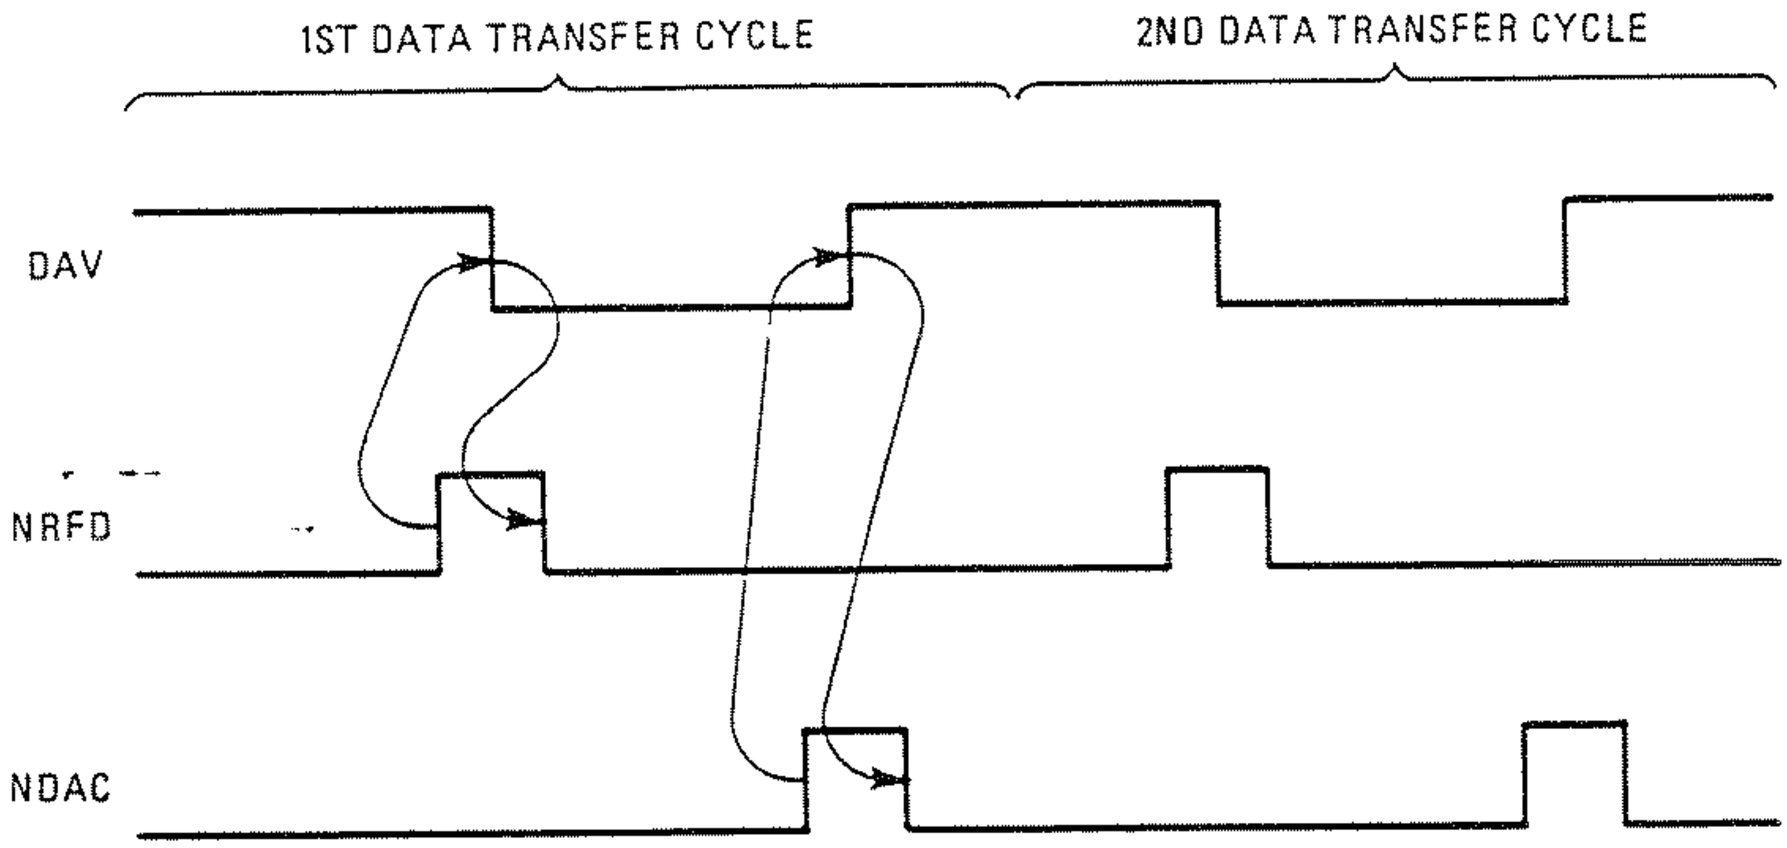
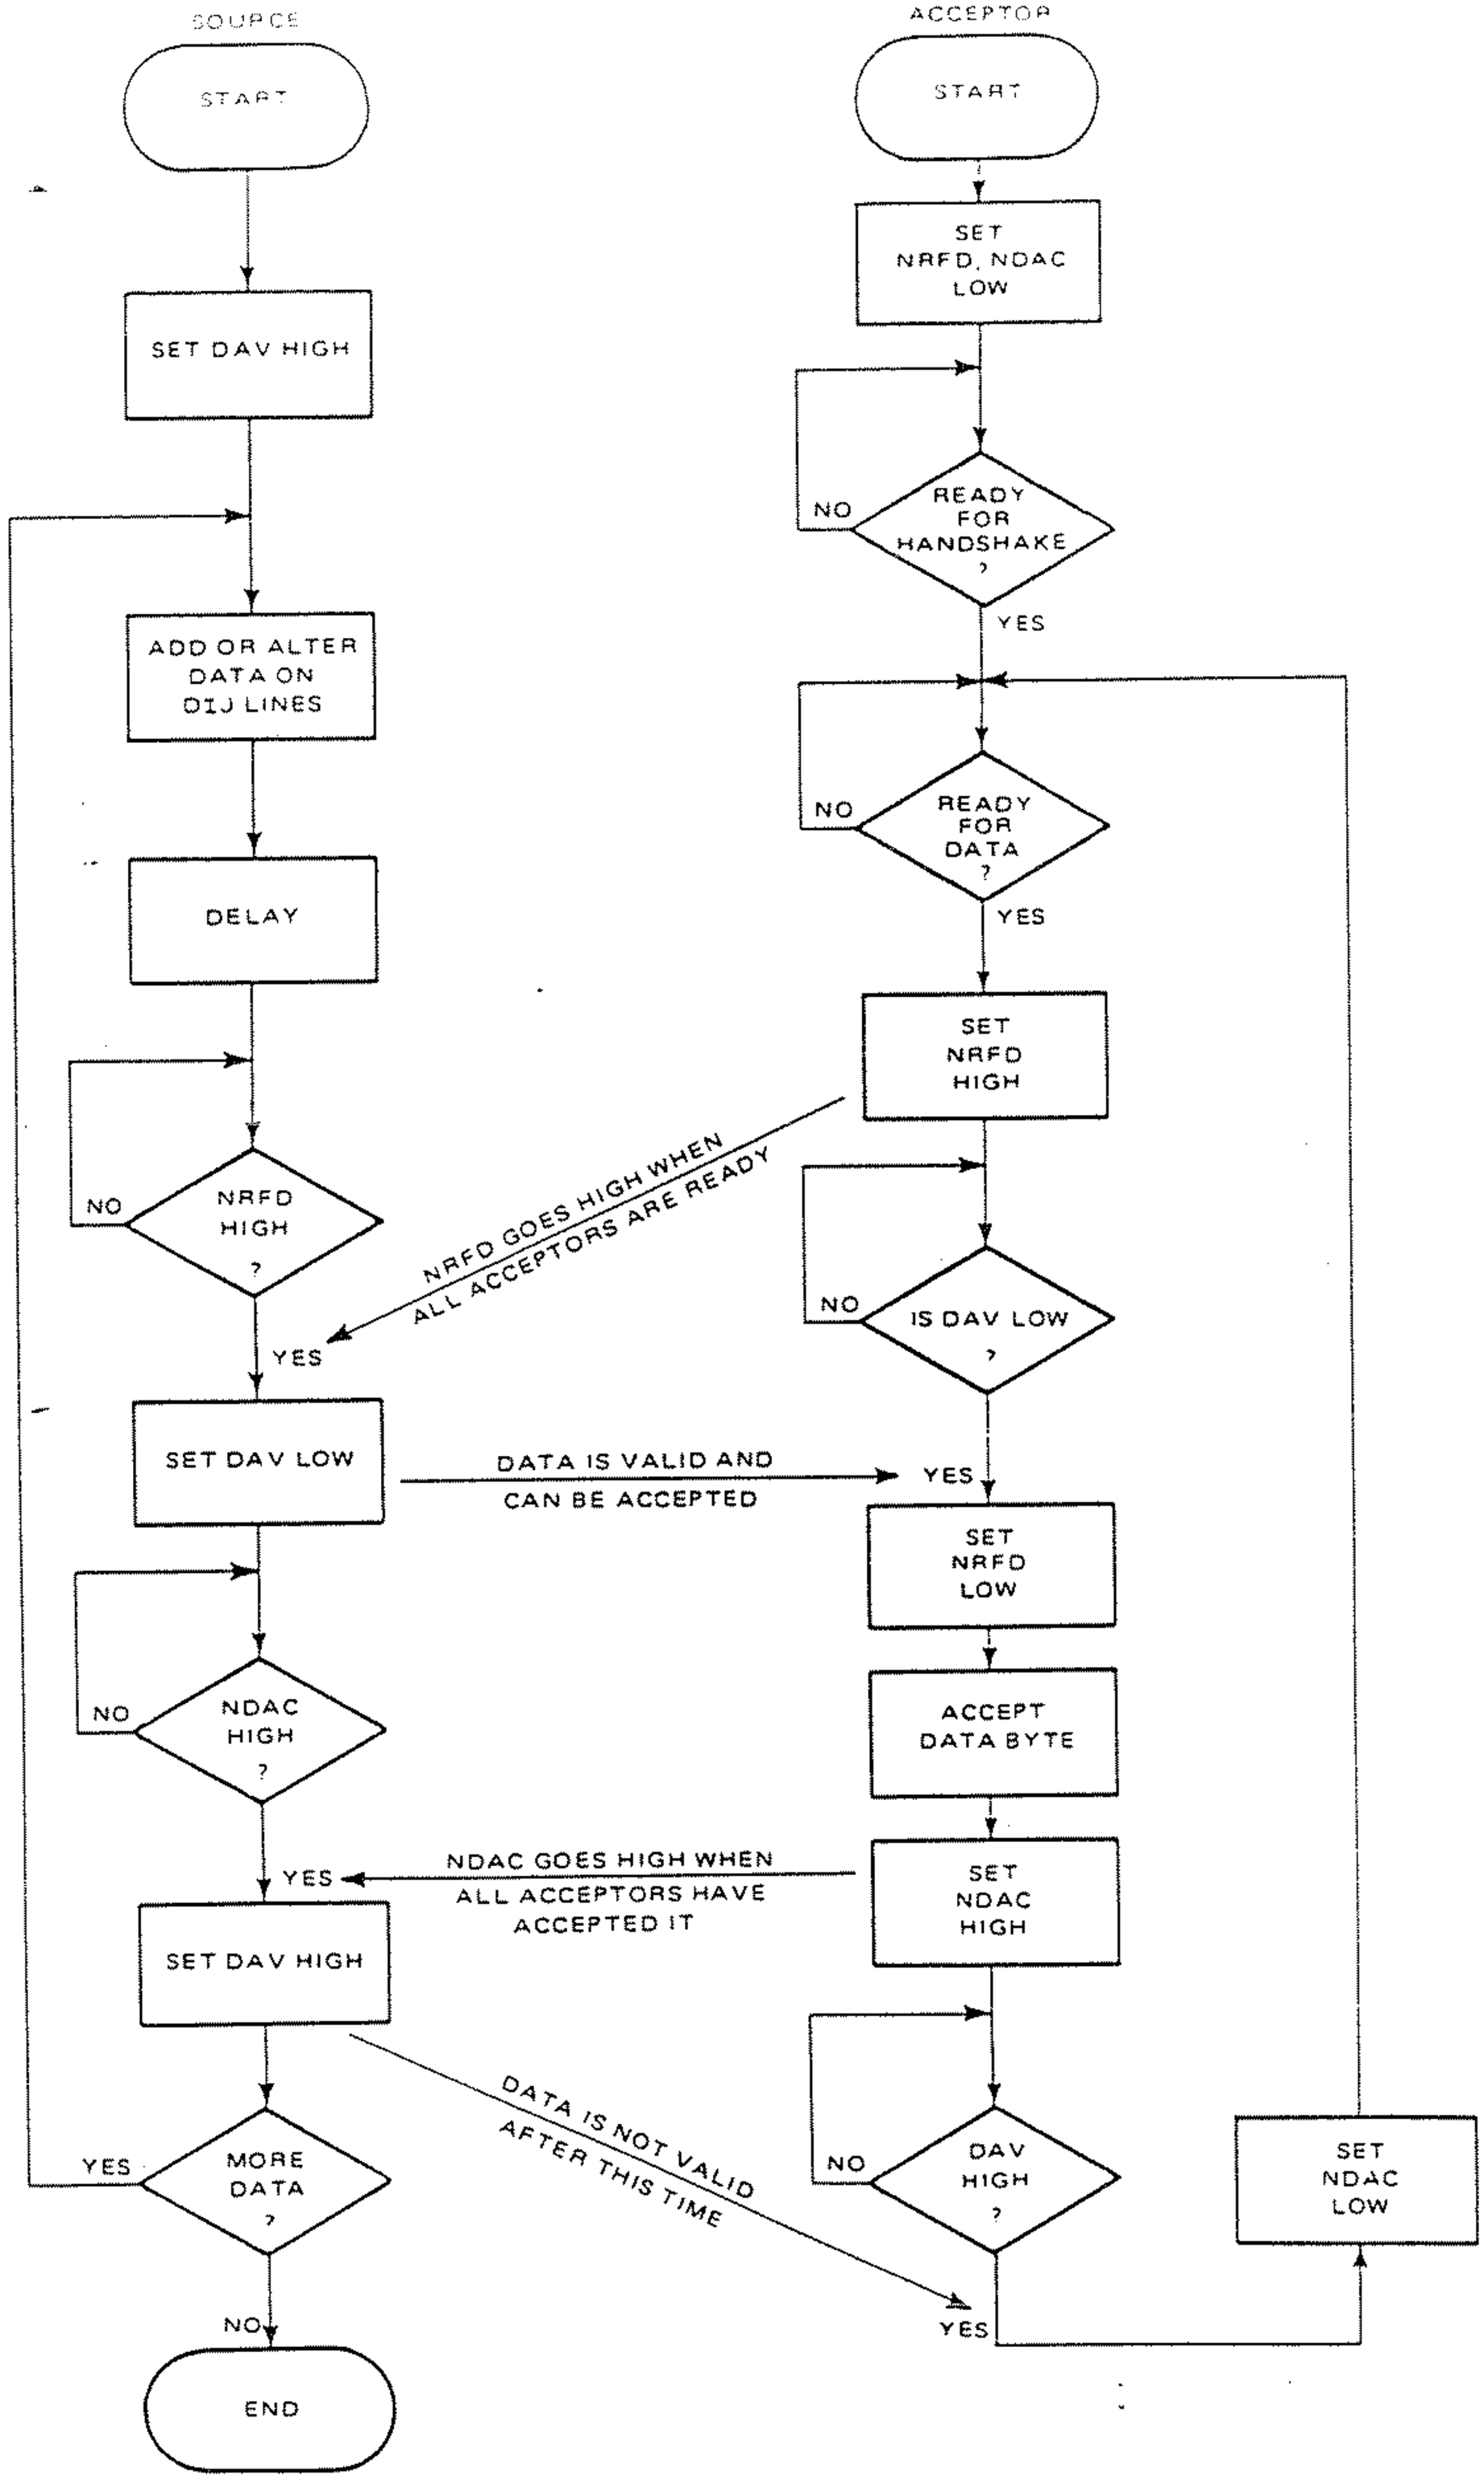

Figure 4.3 - Handshake Sequence
Figure 4.4 – Handshake Flow Chart
4.2.3.2 Refer to Figure 4.3. It shows the sequential relationship between the DAV, NFRD, and NDAC lines used to transfer data bytes. Figure 4.4 shows the handshake flow chart.